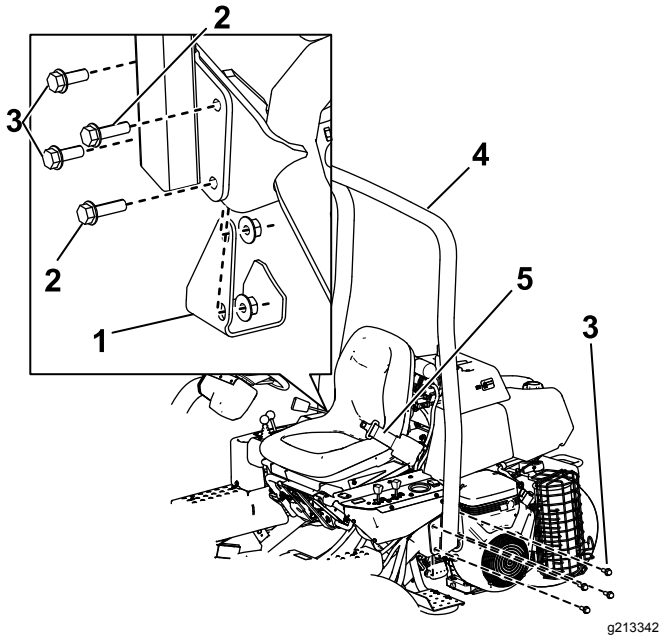

**Figuur 6**
2. Laat de rolbeugel (Figuur 6) op de montagebeugels zakken en zorg ervoor dat de montagegaten uitgelijnd zijn.
3. Bevestig de linkerzijde van de rolbeugel aan de montagebeugel met 4 bouten (½" x 1½") en borgmoeren (Figuur 6).
5. Bevestig de rechterzijde van de rolbeugel en het eerder verwijderde stutplatform aan de montagebeugel met 2 bouten (½" x 1½"), 2 bouten (½" x 1¾") en borgmoeren zoals getoond in Figuur 6.